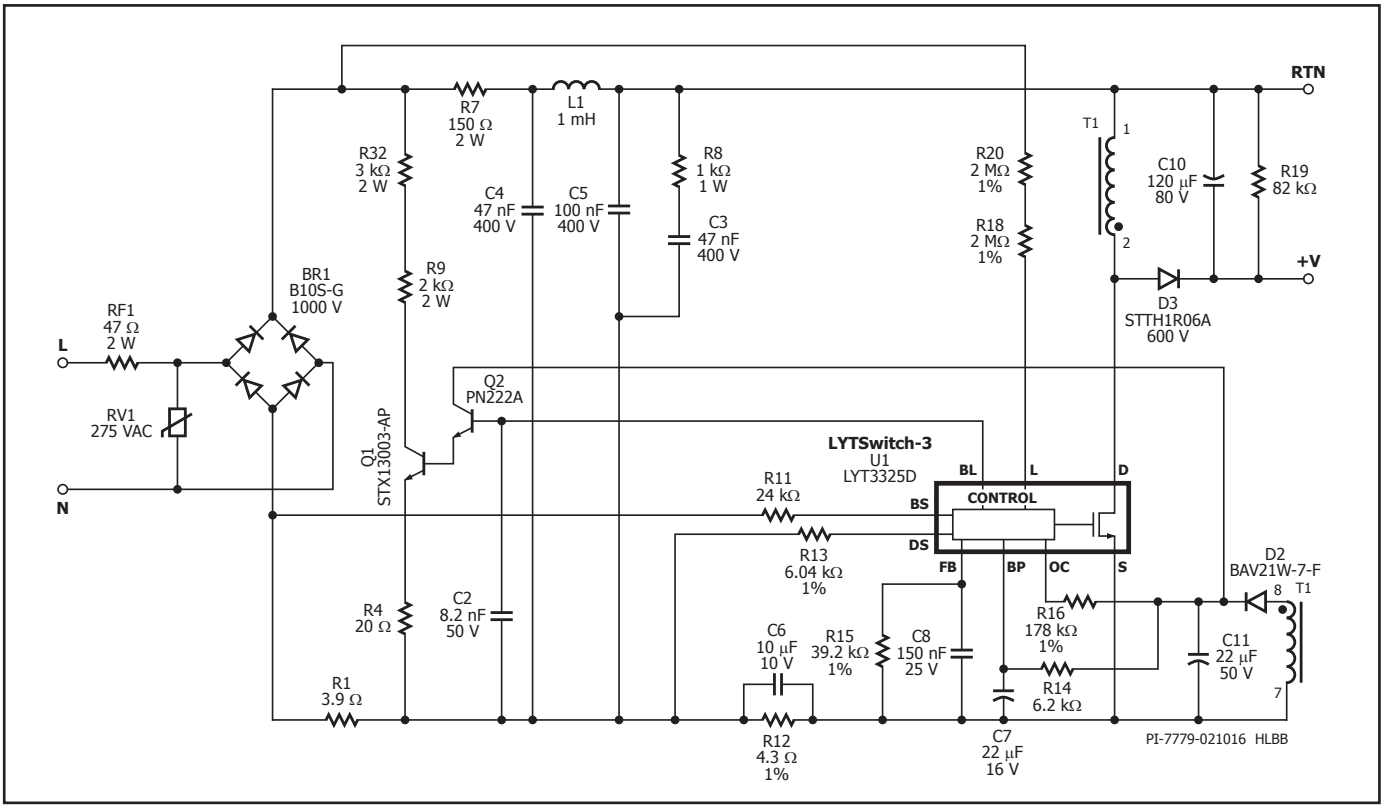

Figure 7. DER-524 8 W, 72 V, 115 mA Non-Isolated Dimmable A19 LED Bulb Driver using LYT3325D.
The circuit shown in Figure 7 is configured as a buck-boost power supply utilizing the LYT3325D from the LYTSwitch-3 family of ICs. This type of LED driver configuration is common for dimmable bulb applications where high dimmer compatibility, accurate regulation, high efficiency, high power factor and low ATHD are required along with low component count for high reliability. The output can drive an LED load from 68 V to 76 V with a constant output current of 115 mA ±3% across an input range of 195 VAC to 264 VAC and can operate in maximum ambient temperature of 100 ºC with good margin below the thermal foldback protection point. It has an efficiency of greater than 86%, very low ATHD% (less than 20%) and high power factor of greater than 0.9 measured across the input range.
AC input power is rectified by bridge BR1. A 1000 V voltage rating is recommended (the maximum clamp voltage for a typical 275 V varistor is 720 V). The rectified DC is filtered by the input capacitors C4 and C5. Too much capacitance degrades power factor and ATHD, so the values of the input capacitors were adjusted to the minimum values necessary to meet EMI with a suitable margin. Inductor L1, C4 and C5 form a π (pi) filter, which attenuates conducted differential and common mode EMI currents. Optional resistor R10 across L1 damps the Q of the filter inductor to improve filtering without reducing low frequency attenuation. Fuse RF1 in Figure 7 provides protection against catastrophic failures such as short-circuit at the input. For cost reduction, this can be replaced by a fusible resistor (typically a flame proof wire-wound type) which would need to be rated to withstand the instantaneous dissipation induced when charging the input capacitance when first connected to the input line.
Selection of fuse RF1 in Figure 7 type and rating is dependent on input surge requirements. Typical minimum requirement for bulb application is 500 V differential surges. This design meets a 1 kV surge specification, so a 47 Ω fusible resistor in Figure 7 was used. A fast-blow fuse with high ampere energy (I^2T) rating could also be used.
The bias winding voltage is proportional to the output voltage (controlled by the turns-ratio between the bias supply and output-main winding). This allows the output voltage to be monitored without the need for output-side feedback components. Resistor R16 in Figure 7 converts the bias voltage into a current which is fed into the OUTPUT COMPENSATION (OC) pin of U1. The OUTPUT COMPENSATION pin current is also used to detect output overvoltage which is set to 30% above the nominal output voltage. Once the current exceeds the I_{OOV} threshold the IC will trigger a latch, which disables switching which prevents the output from rising further. An AC recycle is needed to reset this protection mode once triggered.